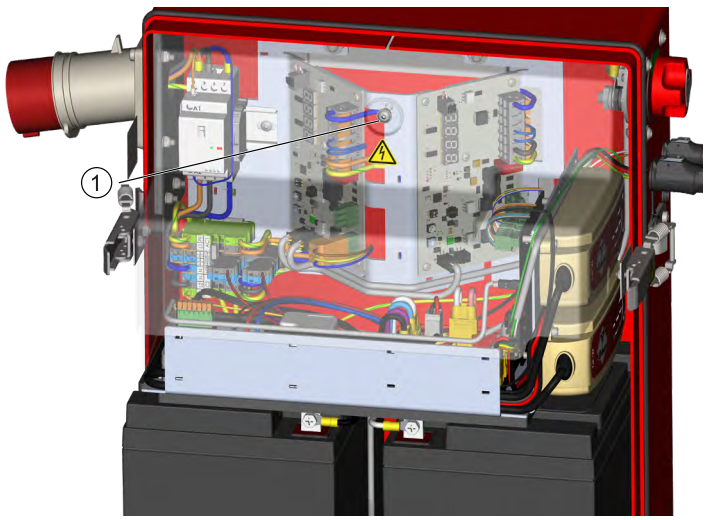

Bild 27: Berührungsschutz
2. Lösen Sie die Innensechskantschraube des Berührungsschutzes (siehe Bild 27 „Berührungsschutz“, Seite 84).